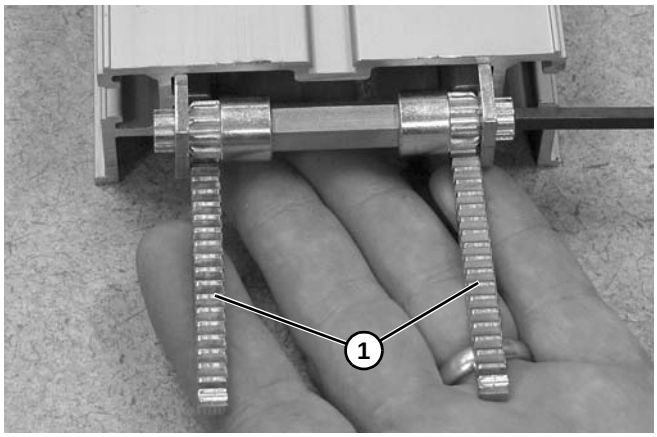

Abbildung 95
9. Zahnstange **(Abbildung 95, Teil 1)** in Förderbandrahmen einsetzen.